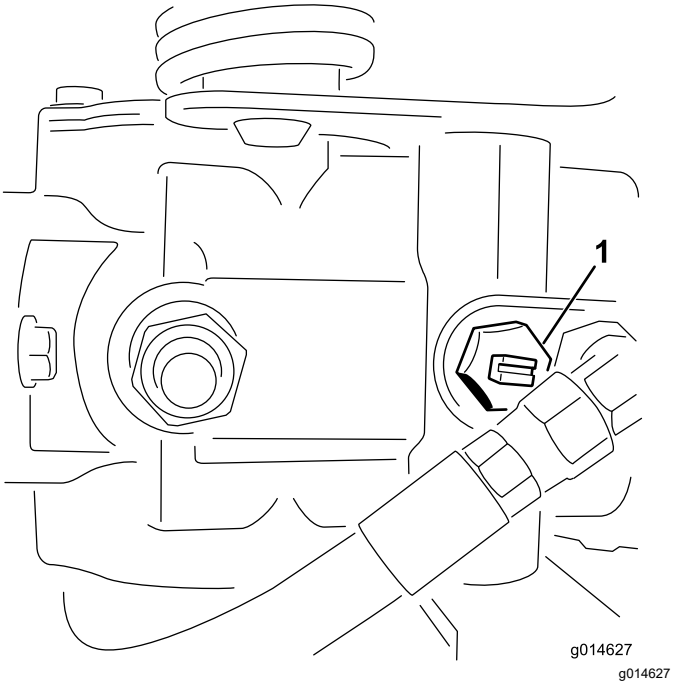

**Figuur 25**
1. Ga naar de omloopklep op de pomp en draai deze zodat de sleuf verticaal staat (Figuur 25).
2. Voordat u de motor start, moet u de omloopklep sluiten door deze zo te draaien dat de sleuf horizontaal staat (Figuur 25).